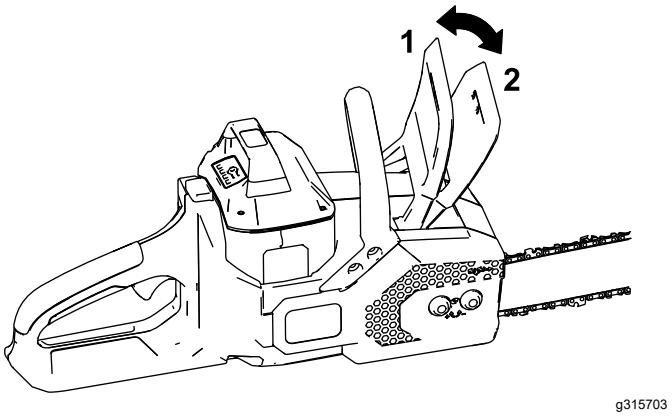

**Figuur 8**
6. Verzeker dat de kettingrem in ZAAG-stand staat (Figuur 8).
Als u de zaag niet gebruikt of de zaag van of naar het werkgebied transporteert moet u de kettingrem in de STOP-stand zetten (Figuur 8) en het accupak verwijderen.